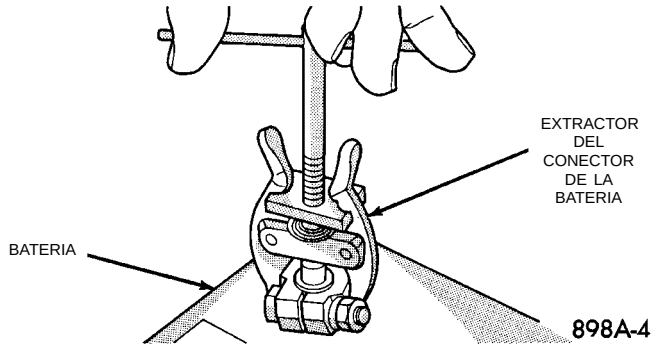

Fig. 5 Desconecte el cable negativo de la batería
(1) Verifique que todos los accesorios eléctricos estén en posición OFF.
(2) Desconecte el cable negativo de la batería (Fig. 5).